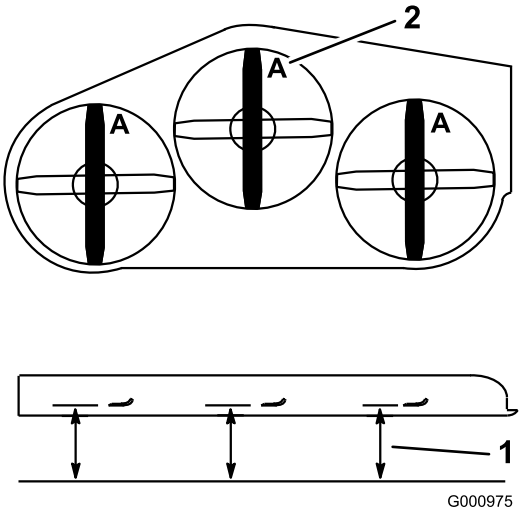

**Figuur 88**
3. Draai de messen totdat de uiteinden in de lengterichting liggen (Figuur 88). Meet de afstand tussen een horizontaal oppervlak en de snijrand, stand **A**, van de messen (Figuur 88). Noteer deze afstand.